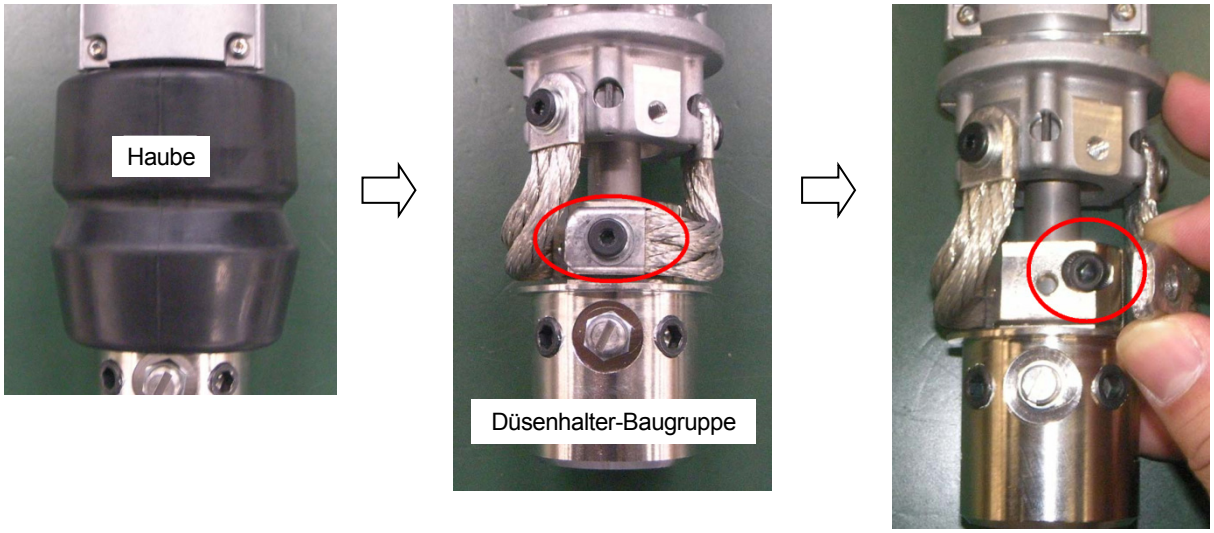

Abb. 2.4 Einstellverfahren für den Brenner (Richtung rechts/links)
1. Wenn das Brennerende in vertikaler Richtung abweicht, die 2 Innensechskantschrauben ① (M8×20) lösen, mit denen die Isolierhalterung an der L-Halterung befestigt ist. Die Position korrigieren: Das Brennerende in die Richtung bewegen, in die das Brennerende abweicht (nach oben oder unten), und dann durch Festziehen der Innensechskantschrauben sicher befestigen.
2. Wenn das Brennerende in Richtung nach vorn/hinten abweicht, die 2 Innensechskantschrauben ② (M8×25) lösen, mit denen die Aufnahme an der L-Halterung befestigt ist. Die Position korrigieren: Das Brennerende in die Richtung bewegen, in die das Brennerende abweicht (nach vorn oder hinten), und dann durch Festziehen der Innensechskantschrauben sicher befestigen.
3. Wenn das Brennerende in horizontaler Richtung abweicht, unter Bezugnahme auf „Abb. 2.4 Einstellverfahren für den Brenner (Richtung rechts/links)“ anhand des folgenden Verfahrens einstellen.